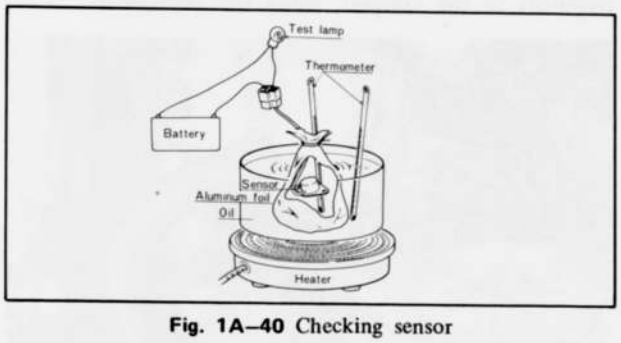

Fig. 1A–40 Checking sensor
3. Attach the test lamp to the sensor as shown in Fig. 1A–40.